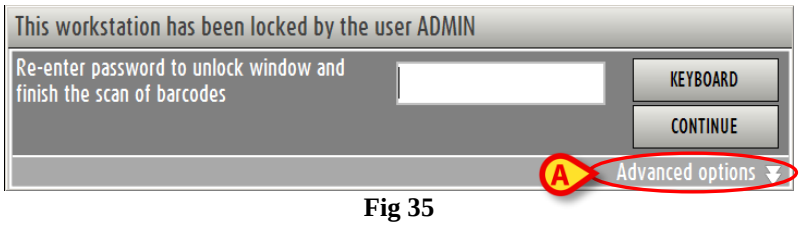

Fig 35
- click the option “Advanced options” on the window that requests password (Fig 35).